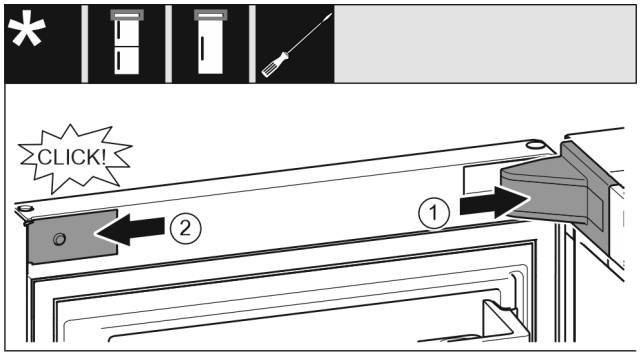

Fig. 33
▶ Τοποθετήστε και κουμπώστε το κάλυμμα του στηρίγματος, ενδεχ. αποσυμπιέστε το προσεκτικά. *Fig. 33 (1)*
▶ Εφαρμόστε στο πλάι το διακοσμητικό κάλυμμα και κουμπώστε το. *Fig. 33 (2)*